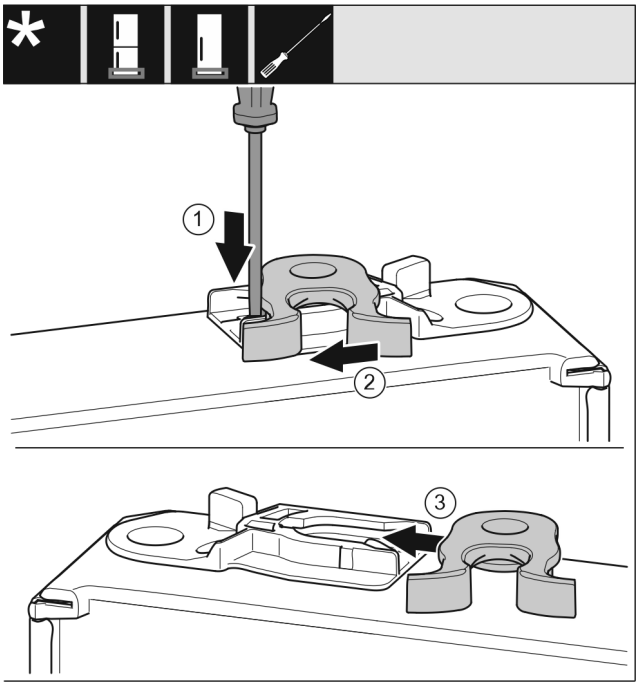

Fig. 23
- ▶ Use a slotted screwdriver to push the tab *Fig. 23 (1)* downwards.
- ▶ Pull the closing hook *Fig. 23 (2)* out of the guide.
- ▶ Insert the closing hook *Fig. 23 (3)* into the guide on the other side.